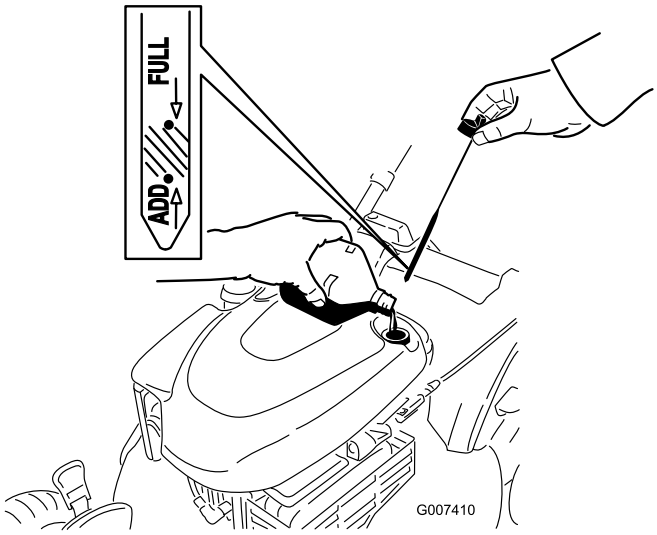

Figura 31
4. Versate **lentamente** l'olio nel tubo di riempimento finché non raggiunge il segno di **pieno** sull'asta (Figura 31). **Non riempite troppo.** (Max riempimento: (0,59 litri), tipo: olio detergente SAE 30 con classificazione API SF, SG, SH, SJ, SL o superiore.)